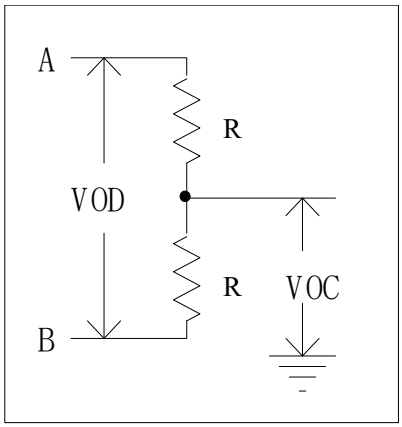

Figure1 Driver DC test
(1) The test circuit is shown in Figure 1